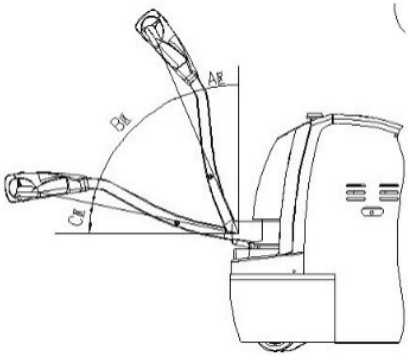

Рис.5 – Движение
- Ручка акселератора используется для управления направлением движения и скоростью штабелера. Для изменения направления движения поверните рукоять в область B, как указано на рис. 5. Когда рукоять находится в области A или C, штабелер находится в состоянии торможения, и вы не сможете начать движение. Когда рукоять находится в области B, а ручка акселератора поворачивается в одном направлении, штабелер может осуществлять движение в соответствующем направлении. Когда акселератор поворачивается в другом направлении, штабелер будет перемещаться в противоположном направлении. В то же время, чем больше амплитуда поворота, тем быстрее штабелер будет двигаться.